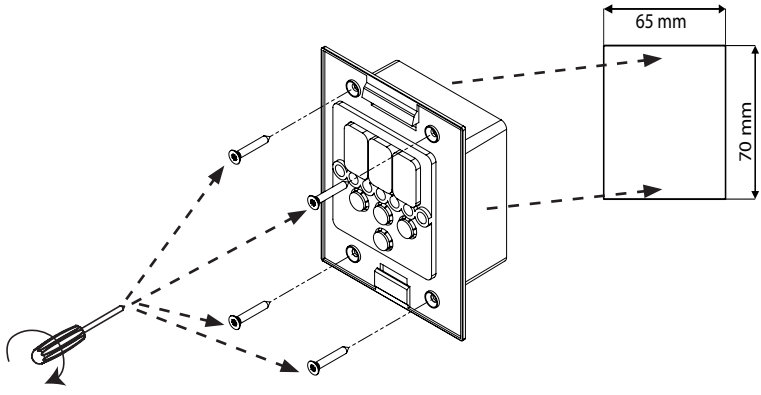
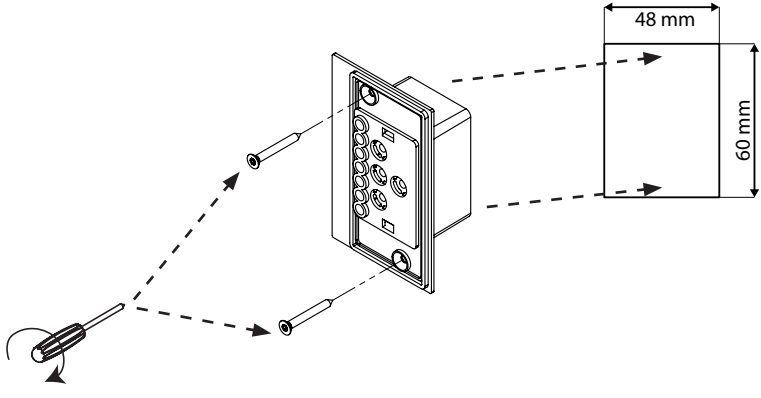

Fig. 5 Montaggio dell'unità di comando Pro D
Fig. 6 Montaggio dell'uscita supplementare dell'unità di comando (opzionale)
1. Tagliare la rientranza da 70 x 65 o da 60 x 48 mm utilizzando ad es. una sega a gattuccio (vedi **Fig. 5** e **Fig. 6**).